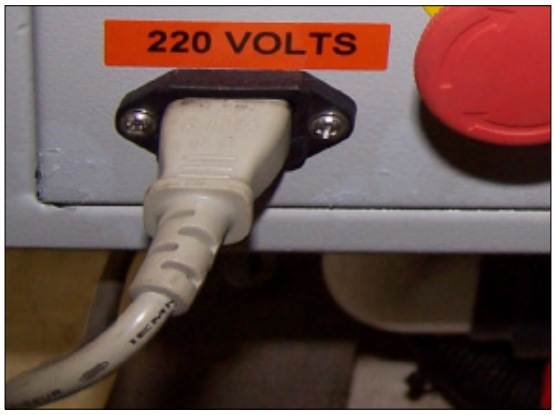

Fig. 1.2
1.2 - Have a licensed electrician connect power to the controller. The machine requires 220V single phase 15amp power in order to operate. Plug the power cable into the rear of the machine as shown in figure 1.2. The 10ft power cable supplied must be hardwired to the power source.